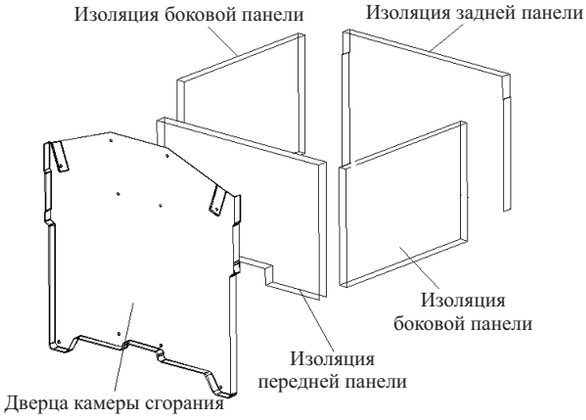

Рисунок 4-11
5. Замените изоляцию и соберите в обратном порядке (Рисунок 4-11).